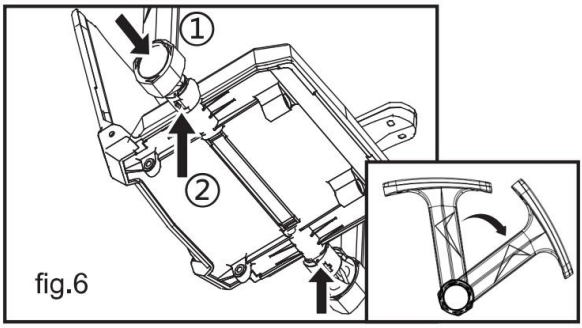

fig.6
* 1. Öffnen Sie dann die Armlehnenverriegelung unter dem Sitz, stecken Sie die linke und rechte Armlehne in das Armlehnenrohr und 2. verriegeln Sie sie (Abb. 6). Die Armlehne kann entsprechend eingestellt werden